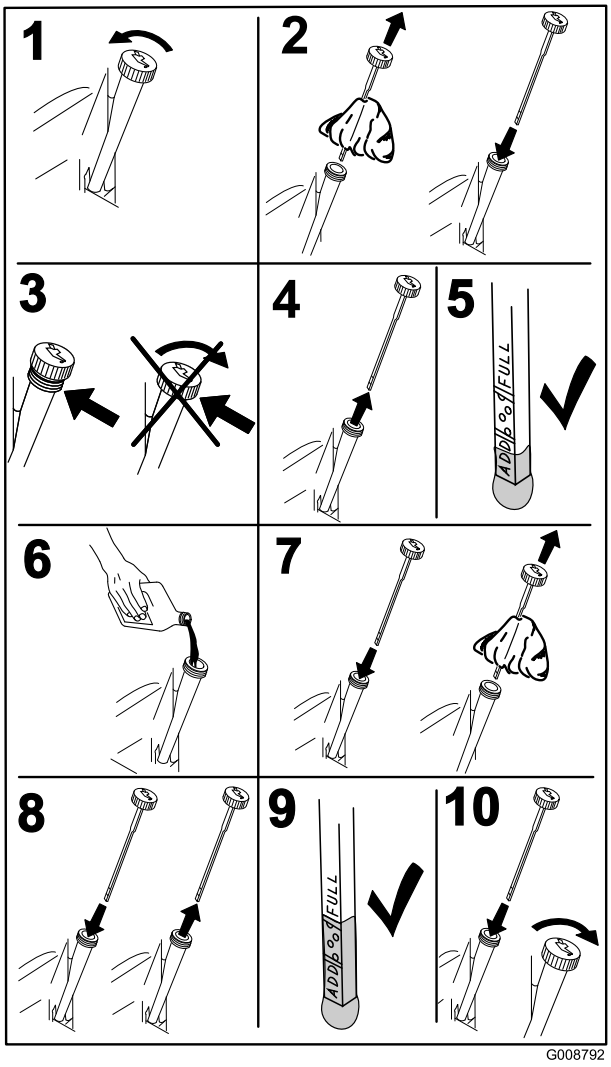

Figur 38
4. Stop motoren, fjern nøglen, og vent, til alle bevægelige dele er standset, før du forlader betjeningspositionen (Figur 38).